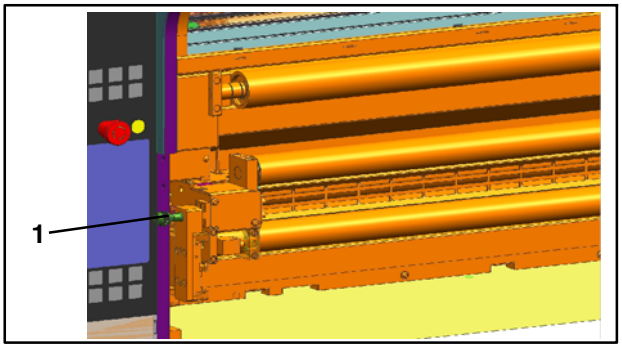
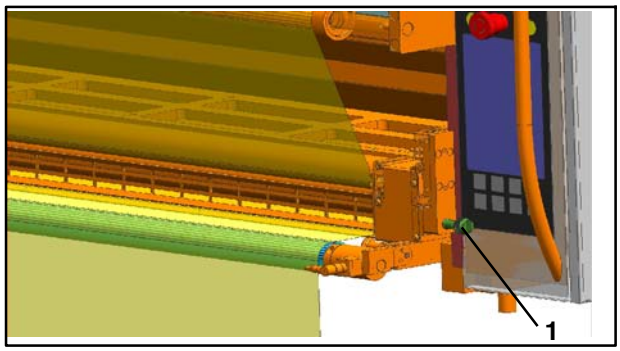

Fig. 90 Goujon d'arrêt côté dérouleur
Fig. 91 Goujon d'arrêt côté enrouleur
2. Graisser les goujons d'arrêt (Fig. 90/1 et Fig. 91/1) avec Gleitmo 810